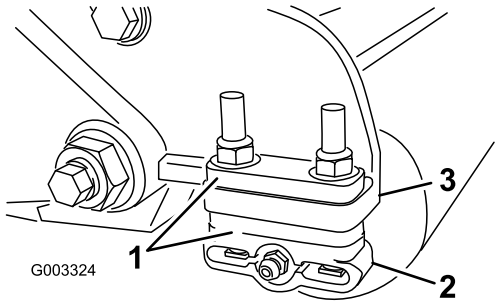

Figur 10
1. Justera de bakre rullfästena (Figur 10) till den önskade klipphöjden genom att placera det nödvändiga antalet distansbrickor nedanför sidoplåtens monteringsfläns (Figur 10) enligt klipphöjdsdiagrammet.